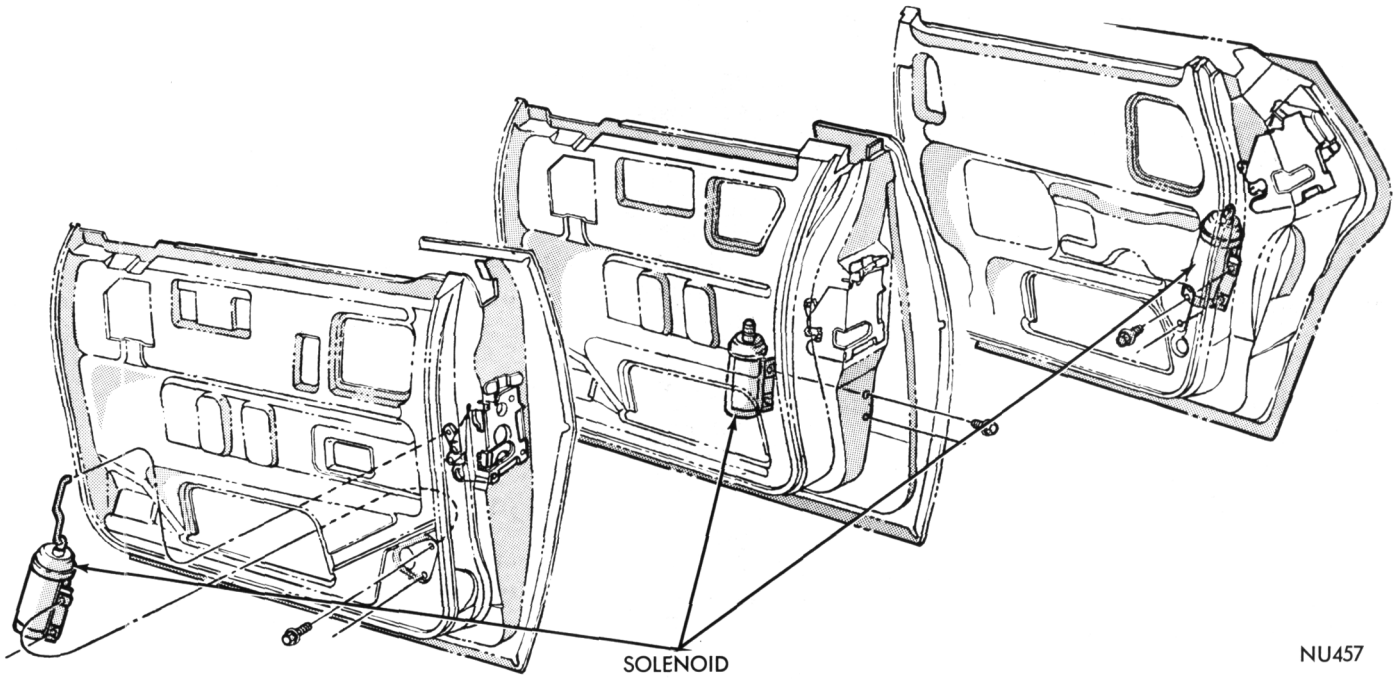

Fig. 20—Solenoid Attachments
(1) Loosen solenoid to mounting bracket screws (Fig. 20).
(2) Push lock lever to down position and slide solenoid to full down position in mounting bracket.
(3) Raise lock lever to up position, extending solenoid rod to maximum up position.
(4) Tighten solenoid to mounting bracket screws and test operation of lock.
(1) Disconnect solenoid link at solenoid (Fig. 20).
(2) Remove solenoid lead wires.
(3) Remove solenoid to mounting bracket screws and remove solenoid assembly.